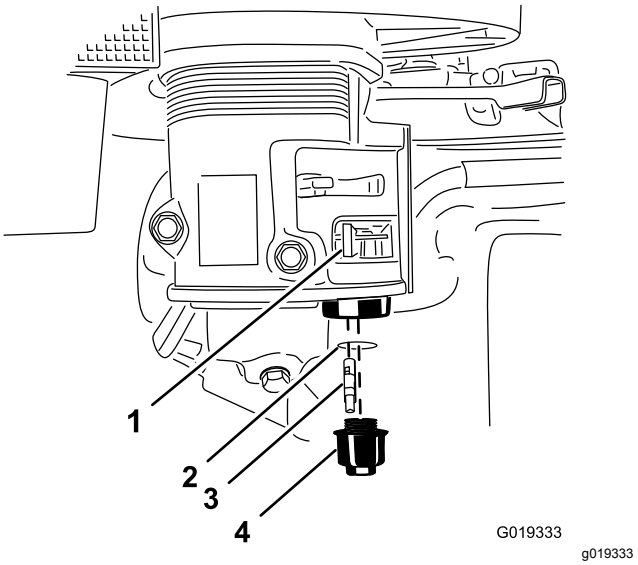

Figure 56
4. Move the lever of the fuel valve to the OFF position, all the way to the left (Figure 56).
5. Unscrew the fuel-sediment cup (Figure 56).
6. Remove and retain the fuel filter and O-ring (Figure 56).
9. Install the fuel filter in the bottom of the carburetor (Figure 56).